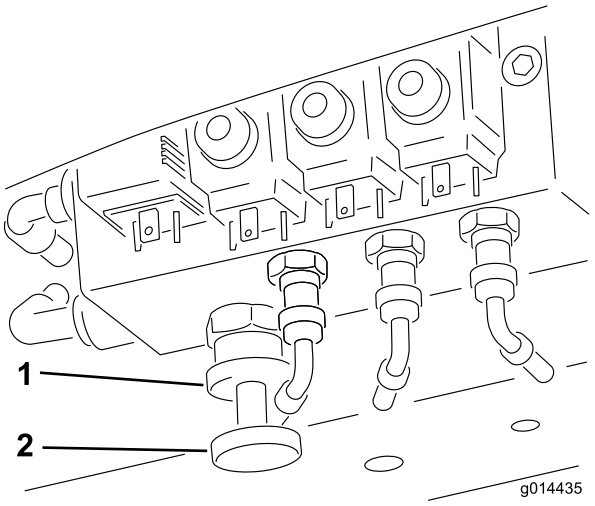

Figur 37
Så här aktiverar du viktöverföringen: Du kan anpassa viktöverföringens omfattning till driftförhållandena genom att rotera handhjulet för viktöverföring (Figur 37) på följande sätt:
1. Lossa ventilens låsmutter ett halvt varv moturs och håll kvar den där (Figur 37).
2. Rotera ventilens handhjul (Figur 37) moturs för att minska viktöverföringen eller medurs för att öka viktöverföringen.